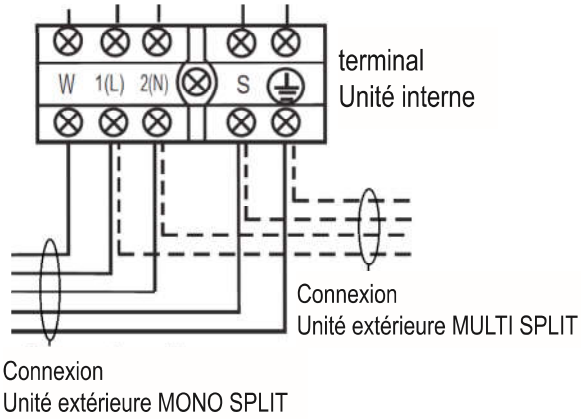

fig. 16 -
3. Établissez les connexions en vous reportant aux schémas de câblage de l'unité "fig. 16 -".